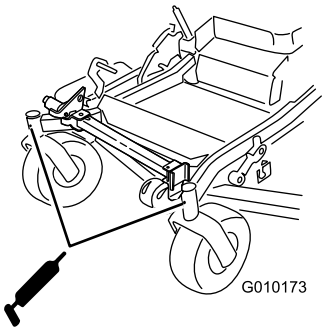

Figur 49
11. Montera sexkantpluggen och dammkåpan (Figur 49).